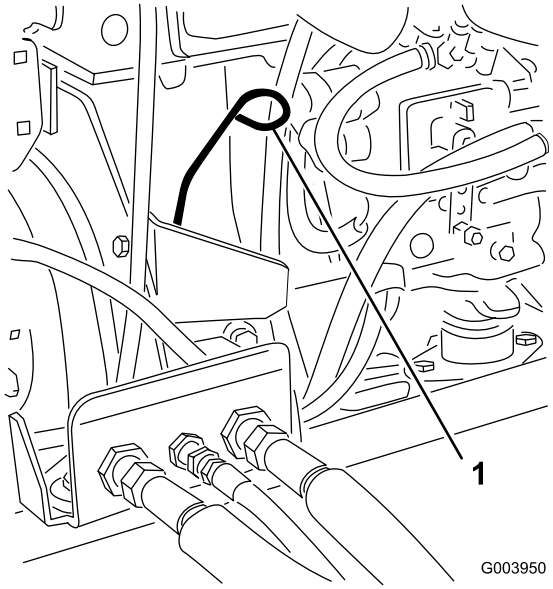

Figura 28
3. Retire la varilla, límpiela, y vuelva a colocarla (Figura 28).